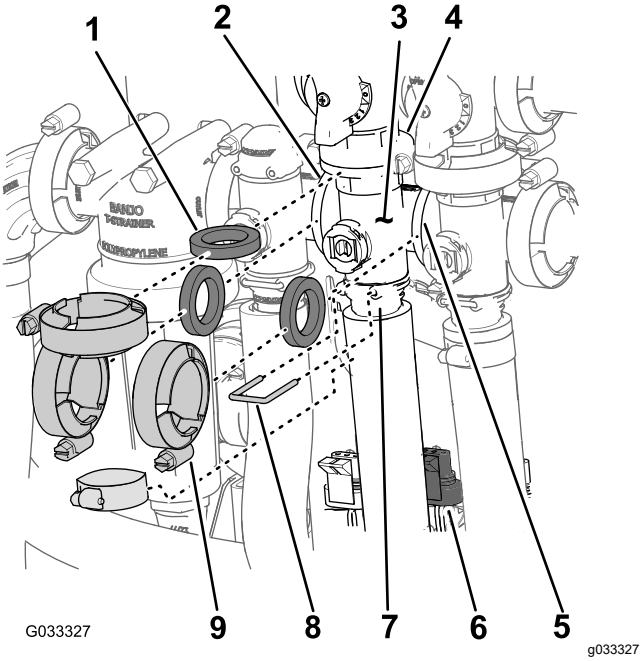

Figuur 69
1. Verwijder de klemmen en pakkingen waarmee de verdeler voor de mengklep (Figuur 69) bevestigd is aan de mengomloopklep, de regelklep voor de gebruiksdosis, de hoofdklep van de spuitbomen en de adapterfitting (mengdosisklep).
2. Verwijder de borgclip waarmee de uitgaande fitting aan de verdeler voor de mengklep is bevestigd (Figuur 69).